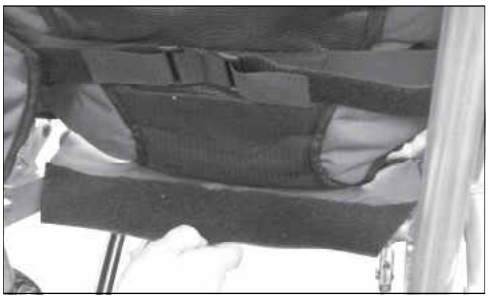

Figure 4.23
1. Disconnect the Velcro on the seat fabric from the back fabric at the back of the wheelchair where the seat and back meet (Fig. 4.23).